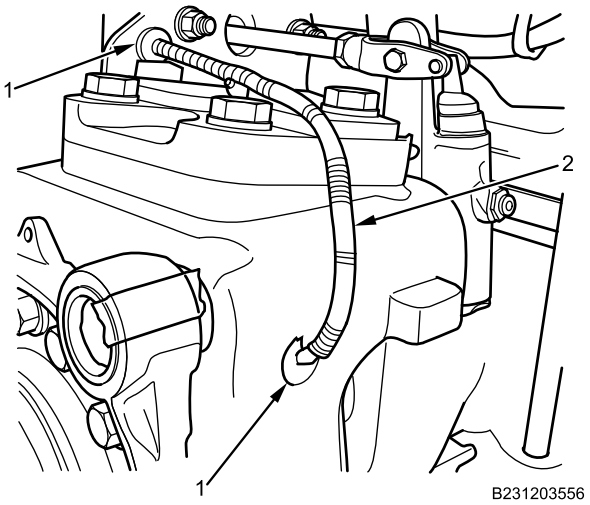

Figure 5. Sensor Harness.
2. Install grommets (Figure 5, Item 1) around ABS sensor harness (Figure 5, Item 2).